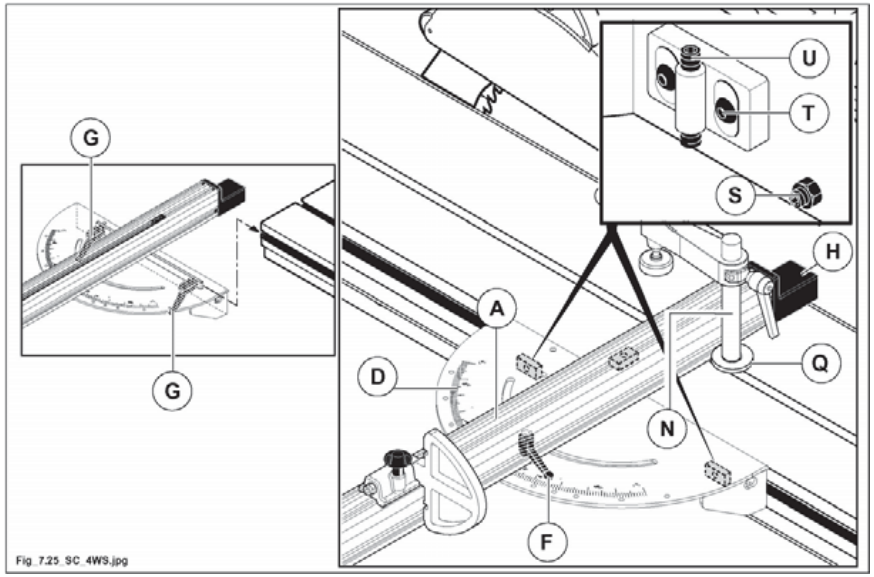

Abb. 7.25
- Das Messaggregat lösen, indem die Säule (N Abb. 7.25) (gegen den Uhrzeigersinn) gedreht wird;
- henkel (F Abb. 7.25) lösen;
- für die Ausführung von Winkelschnitten das Linienaggregat (A Abb. 7.25) drehen, dabei ist die Skala (D Abb. 7.25) Bezugspunkt;
- blockieren durch Festziehen der Henkel (F Abb. 7.25);
- andrücker gegen die Zeilengruppe positionieren und sich vergewissern, dass die Rosette (Q Abb. 7.25) in die Rille eingeführt ist;
- säule (N Abb. 7.25) im Uhrzeigersinn drehen, um diese zu blockieren.
- lockern Sie die Hebel (G Abb. 7.25);
- betätigen Sie die Madenschrauben (S Abb. 7.25), um die Parallelität zum Schiebetisch zu regulieren;
- lockern Sie die Schrauben (T Abb. 7.25) und betätigen Sie die Madenschrauben (U Abb. 7.25), um die Höhe einzustellen.
wenn der Splitterschutz (H Abb. 7.25) abgenutzt ist, diesen an das Sägeblatt annähern, indem man auf die Blockierschrauben wirkt.